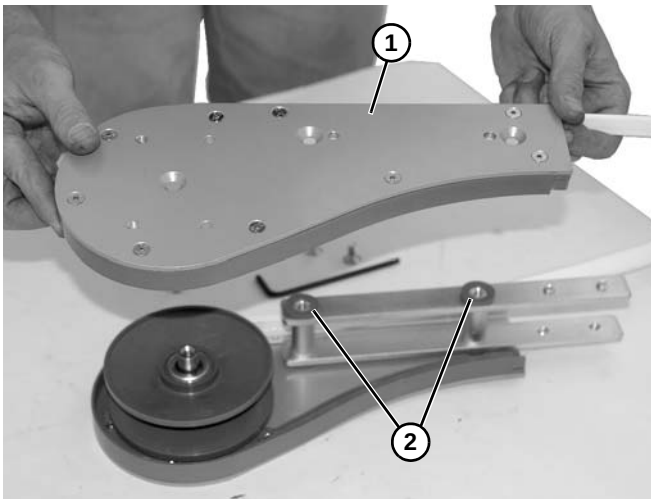

Figure 68
4. Remove the head plate **(Figure 68, item 1)** from the idler end, making note of two spacers **(Figure 68, item 2)** on idler head plate assembly.